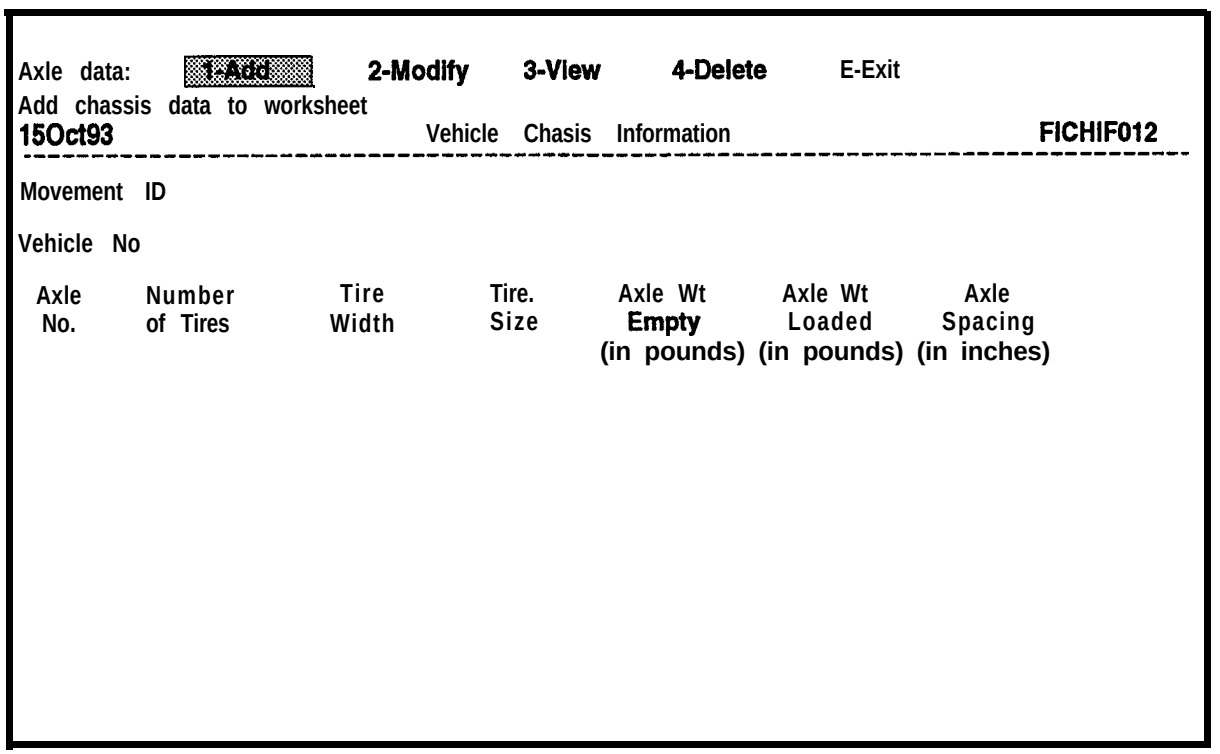

Figure 7-48. Vehicle Chassis Information Screen
a. Select **Axles.** You will see the Vehicle Chassis Information screen as shown in Figure 7-48. The Axle Data: ring menu, with the **Add** option highlighted, will be displayed at the top of the screen.